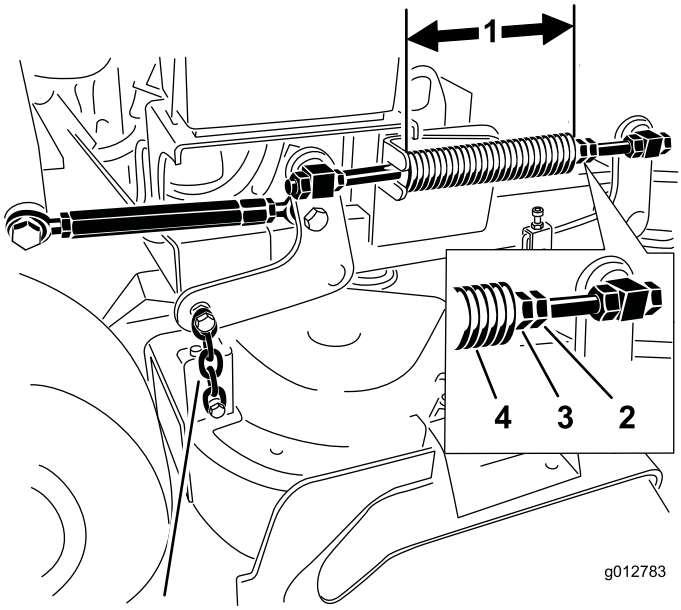

Figur 89
2. Kontroller trykfjederens længde. Den nominelle længde er 28,2 cm for 91 cm plæneklipperskjolde og 25,7 cm for 102 cm plæneklipperskjolde (Figur 89).
3. Juster denne afstand ved at løsne fjederkontramøtrikken og dreje møtrikken foran hver fjeder (Figur 89).
4. Lås møtrikken på plads ved at spænde fjederkontramøtrikken (Figur 89).